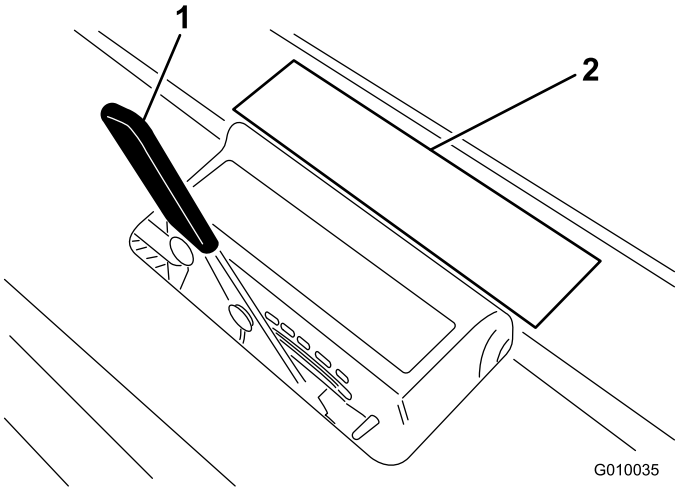

**Figur 27**
2. Læg piben på pibedybdemærkaten (Figur 27) med den ene ende flugtende med den ønskede luftningsdybde (se pibeskabelonen på mærkaten).